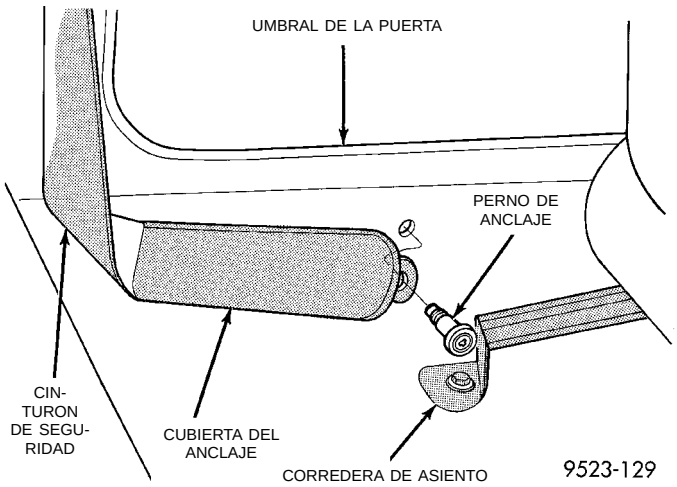
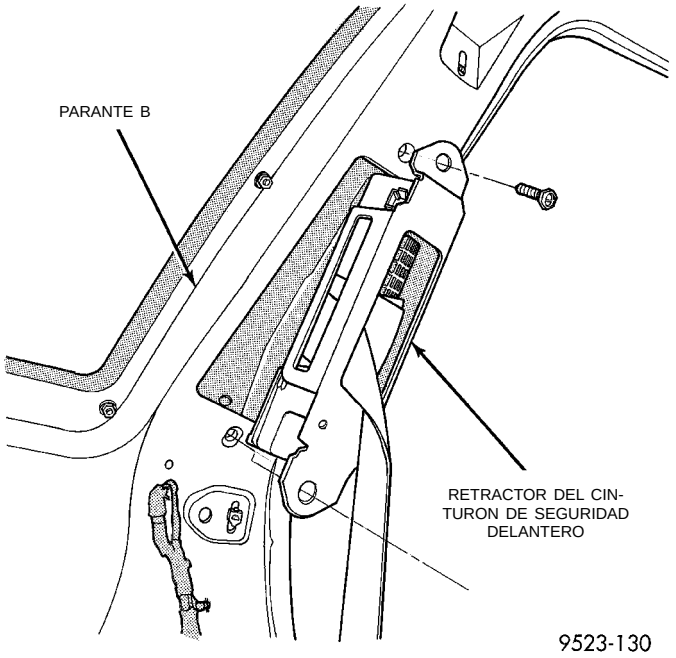

Fig. 63 Anclaje del cinturón de seguridad delantero hacia afuera
Fig. 64 Retractor del cinturón de seguridad delantero hacia afuera
(1) Deslice la cubierta del anclaje inferior del cinturón de seguridad hacia arriba para dejar al descubierto el perno.
(2) Retire el perno que fija el anclaje inferior al suelo debajo del umbral de la puerta (Fig. 63).
(3) Separe el anclaje inferior del suelo.
(4) Retire el cojín y el respaldo del asiento trasero.
(5) Retire el panel tapizado del cuarto trasero.
(6) Encamine la correa del cinturón de seguridad a través de la muesca del panel tapizado del cuarto trasero.
(7) Desacople el conector del cable del retractor del cinturón de seguridad.
(8) Retire los pernos que fijan el retractor del cinturón de seguridad al parante B (Fig. 64).
(9) Separe el retractor del cinturón de seguridad del vehículo.